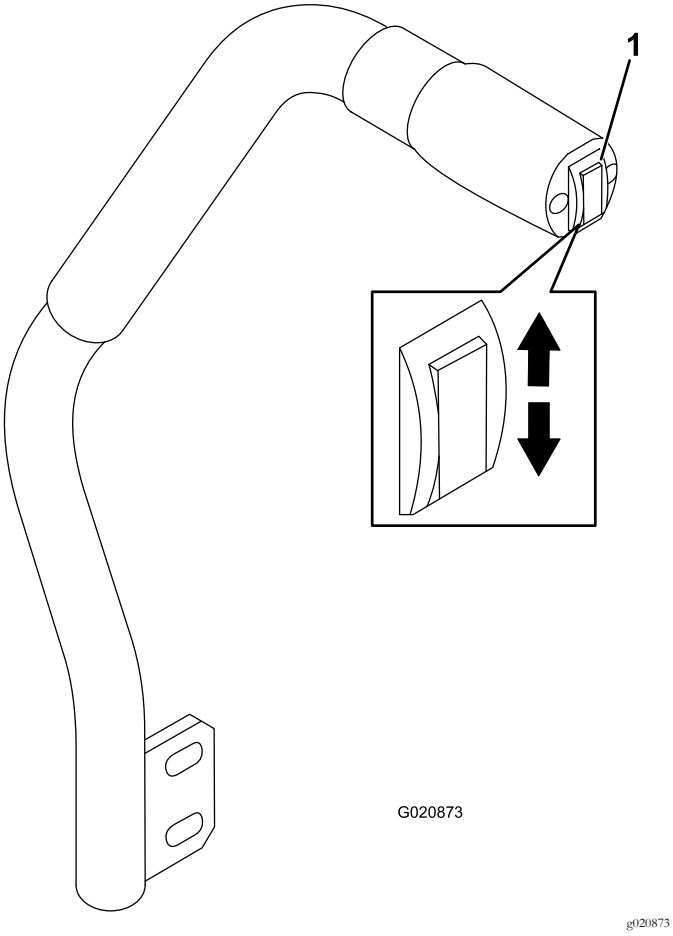

Figur 24
Med brytaren för däcklyft höjer och sänker du klippdäcket (Figur 24). Motorn måste vara igång för att du ska kunna använda denna spak.
- Sänk gräsklippardäcket genom att föra däcklyftsbrytaren framåt (Figur 24).
- Höj gräsklippardäcket genom att trycka däcklyftsbrytaren uppåt (Figur 24).
1. För tillbaka brytaren för däcklyft medan motorn är igång tills klippdäcket är helt upphöjt och **släpp omedelbart brytaren** (Figur 24).